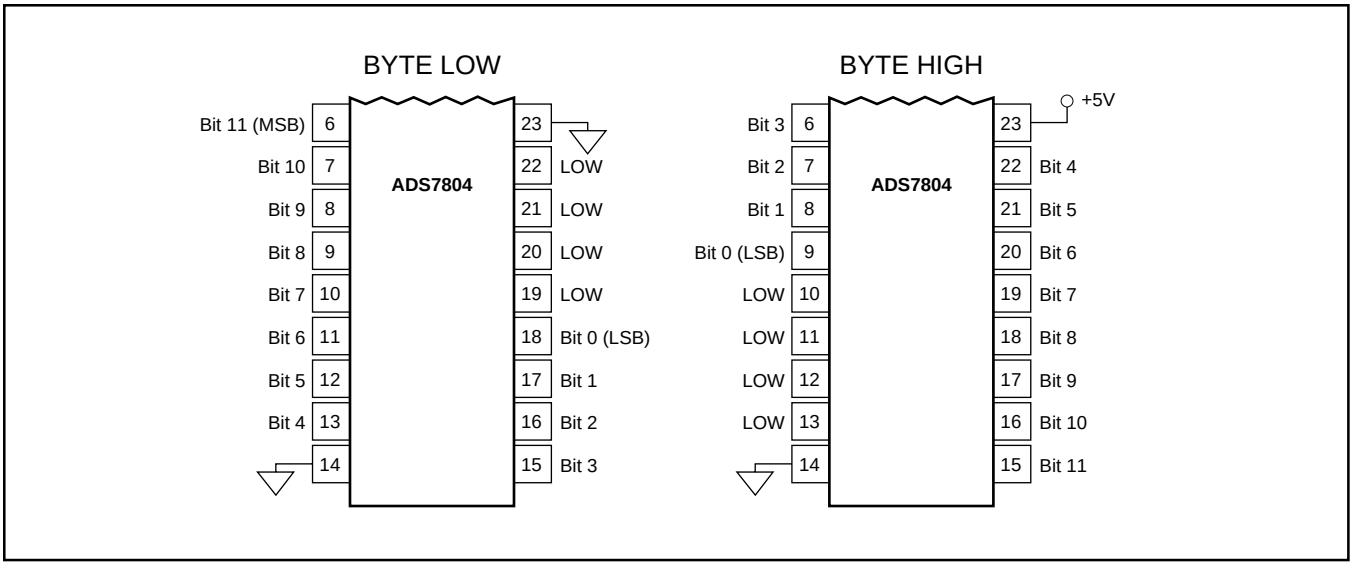

FIGURE 2. Bit Locations Relative to State of BYTE (pin 23).
NOTE: (1) See Figures 2 and 3 for constraints on data valid from conversion "n-1".
The ADS7804 outputs full or byte-reading parallel data in Binary Two's Complement data output format. The parallel output will be active when R/$\overline{C}$ (pin 24) is HIGH and $\overline{CS}$ (pin 25) is LOW. Any other combination of $\overline{CS}$ and R/$\overline{C}$ will tri-state the parallel output. Valid conversion data can be read in a full parallel, 12-bit word or two 8-bit bytes on pins 6-13 and pins 15-22. BYTE (pin 23) can be toggled to read both bytes within one conversion cycle. Refer to Table III for ideal output codes and Figure 2 for bit locations relative to the state of BYTE.